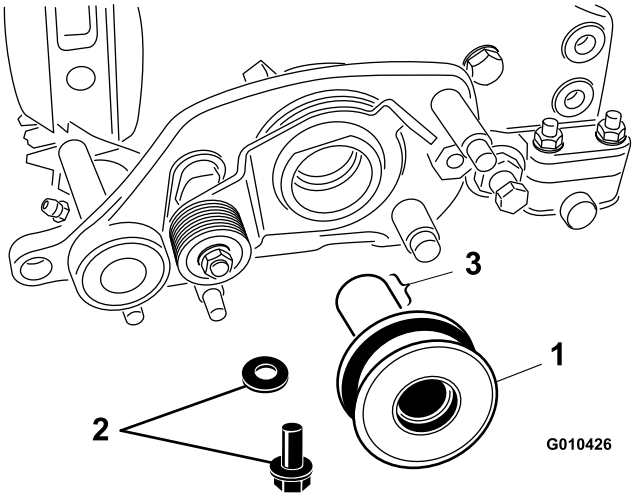

図 12
1. プーリアセンブリの内部スプラインと外側面にグリスを塗る 図 12。
3. プーリアセンブリをリールシャフトに固定するボルトM6–1 x 20 mmとワッシャ使用する図 12。